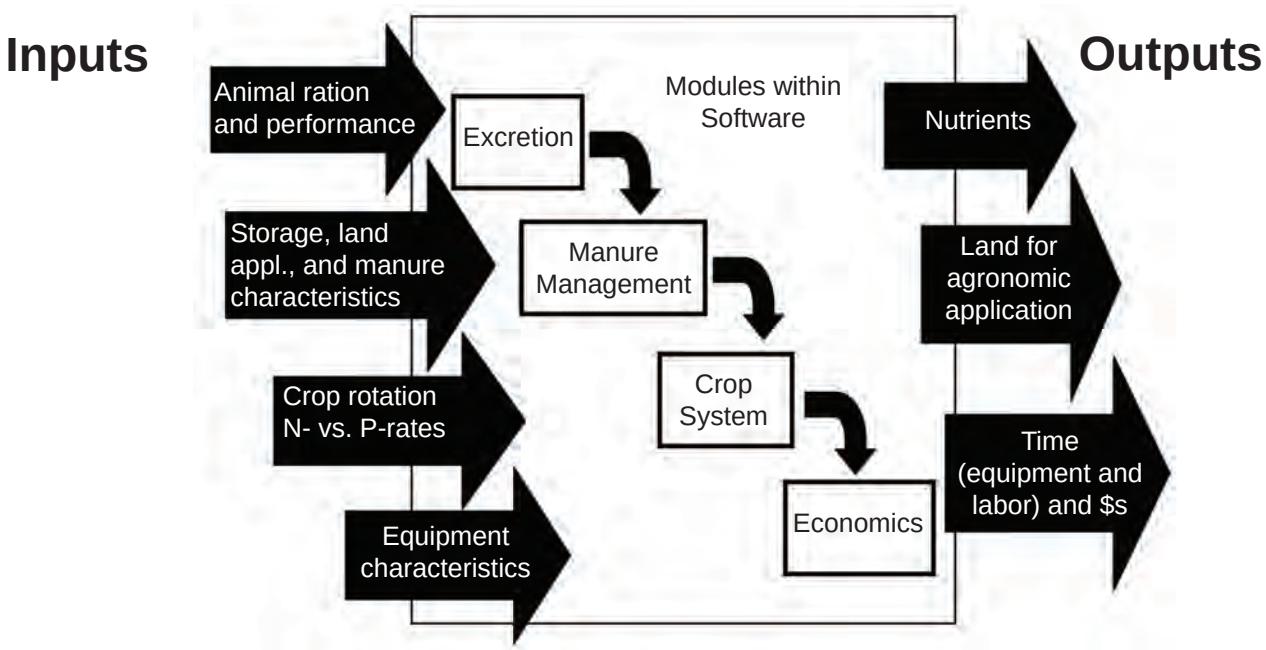

Figure 6. General flow of software information.
The spreadsheet consists of four unique software modules for completing an analysis of manure nutrient excretion, harvested and crop-available manure nutrients, land requirements and distance traveled, and time and costs associated with land application of manure. The general organization of this software is illustrated below *(Figure 6)*.
Step 1 — Will units be in Metric or English? Will feed be reported on a wet or dry basis? (**See** *Figure 6*)